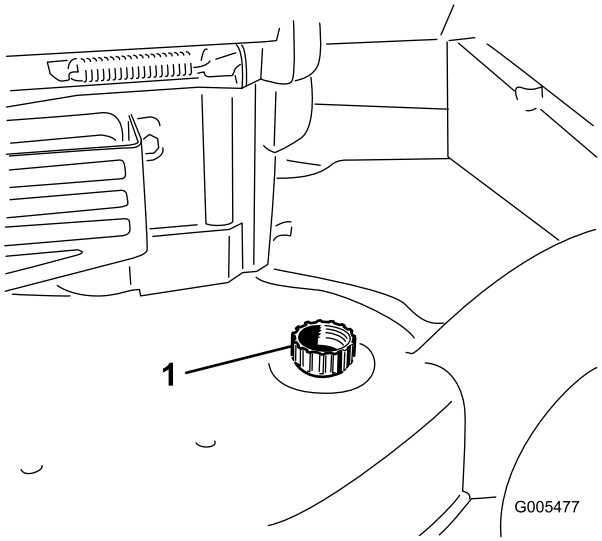

Figur 39
3. Fastgør en haveslange, der er sluttet til vandforsyningen, på gevindporten på plæneklipperhuset (Figur 39).